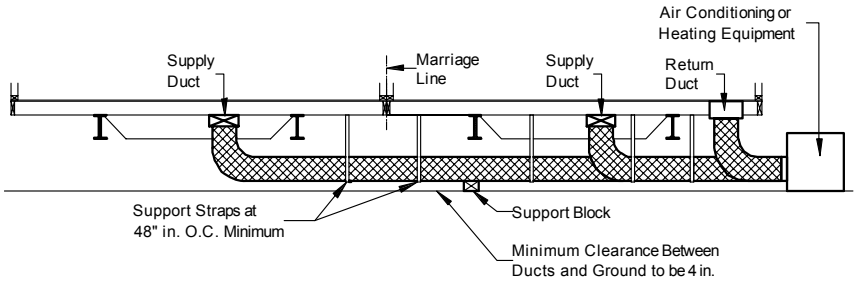

Figure 89. *Ducts connecting exterior heating and/or cooling equipment to the home*
2. **Install ducts.** Install the appropriate supply and return ducts (not provided) between the remote unit and the home (**Figure 89**), making connections according to the instructions for crossover ducts in **Crossover Connections** (p. 58).
Prepare the whole-house ventilation system according to the ventilation system manufacturer's instructions. Confirm that any fresh air intake ducts extend to the exterior and do not draw air from the crawlspace under the home. Do not allow any fresh air ventilation intake ducts to become kinked or restricted, forming a trap (**Figure 89**).